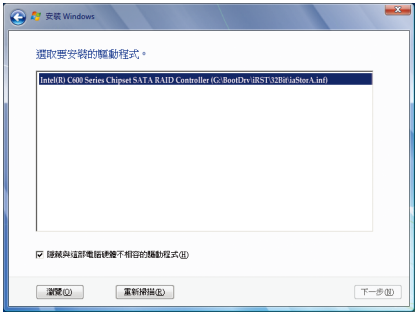
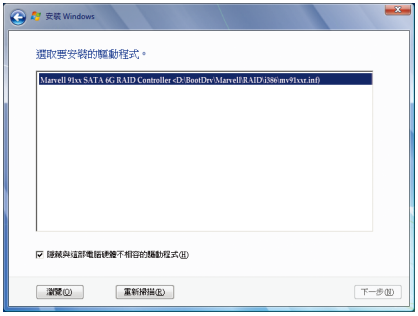

图1
图2
Intel X79请选择「Intel(R) C600 Series Chipset SATA RAID Controller」驱动程序(图1)。Marvell 88SE9172请选择「Marvell 91xx SATA 6G RAID Controller」驱动程序(图2)。按「下一步」载入所需的驱动程序。完成后，请继续操作系统的安装。